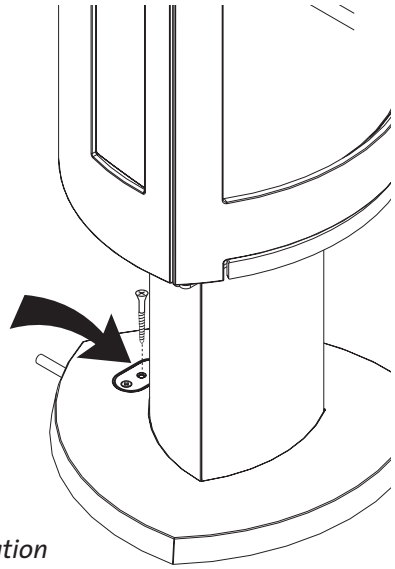

Figure 1.
4. **Remove Pallet Screw.** See fig. 1.